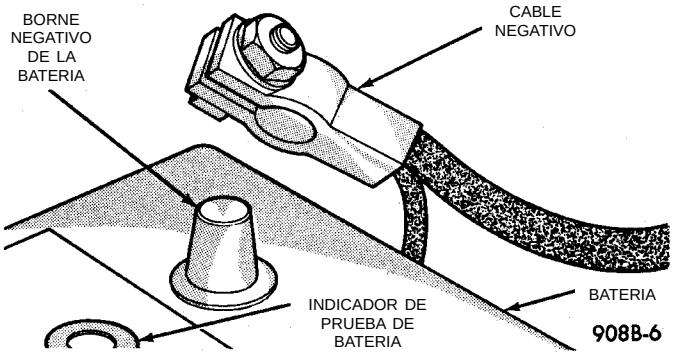

Fig. 8 Desmontaje/instalación de los cables de la batería
(1) Desconecte el cable negativo de la batería (Fig. 8).